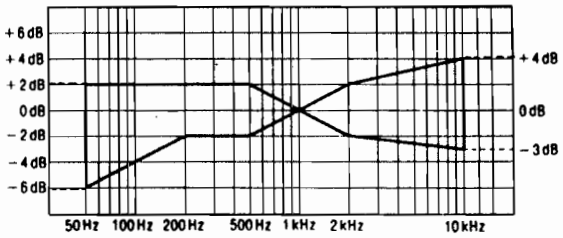

Fig. 8
5. Playback the recorded signal and assure that it is within the range shown in **Fig. 8** in comparison to the reference frequency (1kHz).